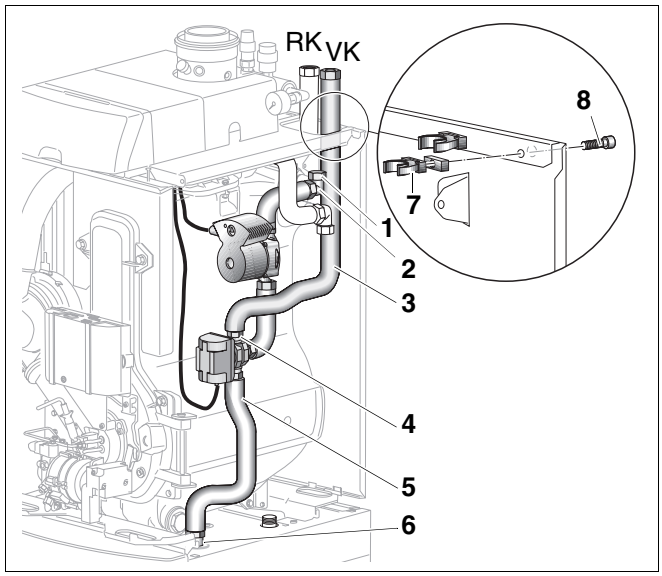

Rys. 16 Montaż zespołu zasilania z pompą obiegową i zaworem trójdrogowym
- Odkręcić zaślepkę (rys. 16, **poz. 1**) na rozdzielaczu kątowym zasilania (rys. 16, **poz. 2**) z boku i przykręcić u góry.
- Przykręcić za pomocą śruby zamocowanie rury (rys. 16, **poz.** 7) do ścianki obudowy tylnej (rys. 16, **poz. 8**).
- Zespół zasilania (rys. 16, **poz. 5;** rura zasilania na pompie obiegowej) z przymocowanym pierścieniem samouszczelniającym włożyć do bocznego króćca rozdzielacza kątowego zasilania (rys. 16, **poz. 2**), a następnie przykręcić nakrętką kołpakową.
- Rurę zasilania zasobnika przykręcić u dołu wraz z uszczelką Ø 17 x 24 x 2 do króćca zasilania zasobnika (rys. 16, **poz. 6**).
- Przykręcić rurę zasilania (rys. 16, **poz. 3**) wraz z uszczelką Ø 17 x 24 x 2 do górnego przyłącza (rys. 16, **poz. 4**) zaworu trójdrogowego.
- Wcisnąć rurę zasilania (rys. 16, **poz. 3**) do zamocowania (rys. 16, **poz. 7**).